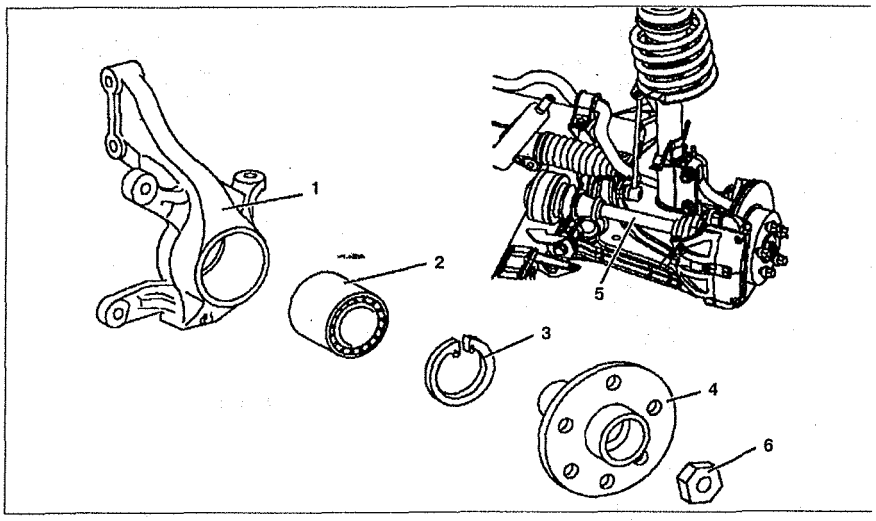

Рис. 7.5. Ступица колеса:
1. Открутите гайку **6** крепления ступицы колеса и снимите ее (см.рис.7.5).